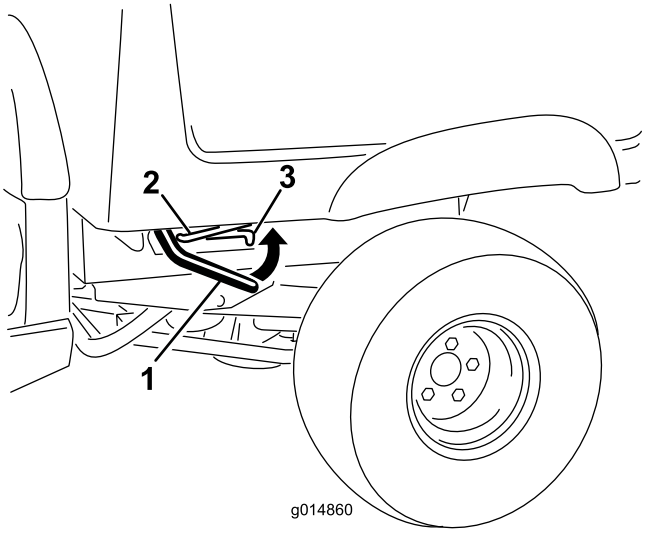

Figuur 11
1. Zet de hendels aan beide zijden van de laadbak omhoog en haal deze op (Figuur 11).
1. Til de laadbak licht omhoog door de grendelhandgreep omhoog te brengen (Figuur 11).
3. Laat de bak neer tot hij stevig vergrendeld is (Figuur 11).